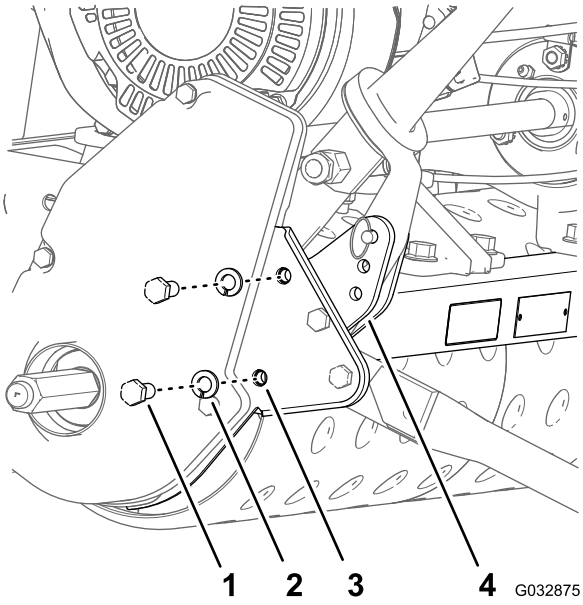

Figura 6
8. Rimuovete i 2 bulloni (3/8 x 7/8 poll.) e le 2 rondelle di bloccaggio (3/8 poll.) che fissano la piastra laterale sinistra al cuscinetto esterno del telaio posteriore della macchina (Figura 6).